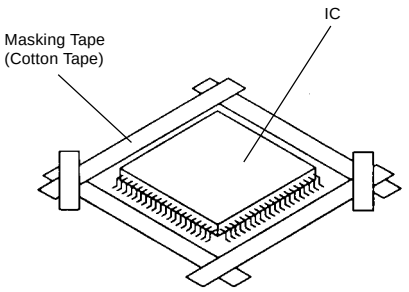

Fig. 4-1
1. Put Masking Tape (cotton tape) around the Flat Package IC to protect other parts from any damage. **(Refer to Fig. 4-1.)**